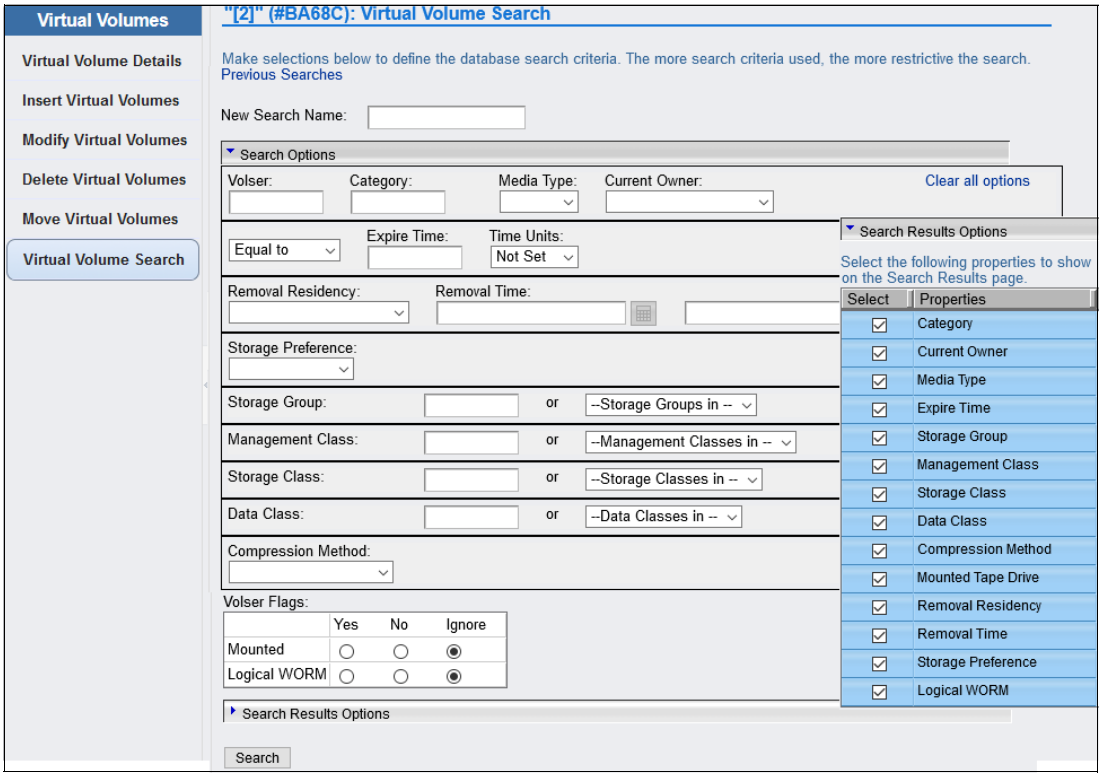

Figure 9-51 MI Virtual Volume Search entry window
By using the window that is shown in Figure 9-51 on page 446, you can search for virtual volumes in a specific TS7700 cluster by way of one of the following parameters:
When looking for the results of earlier searches, click **Previous Searches** in the Virtual Volume Search window (see Figure 9-51).
1. Click the down arrow that is next to the **Search Results Option** (see Figure 9-51 on page 446) to open the Search Results Options table.